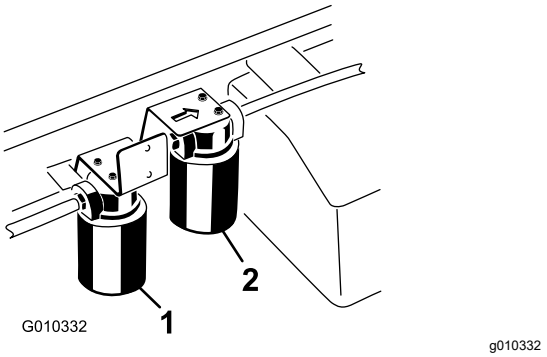

Figur 73
3. Anbring en drænbakke under filteret, og afmonter filteret (Figur 73).
1. Rengør det område, hvor højstrømningsfilteret monteres (Figur 73).